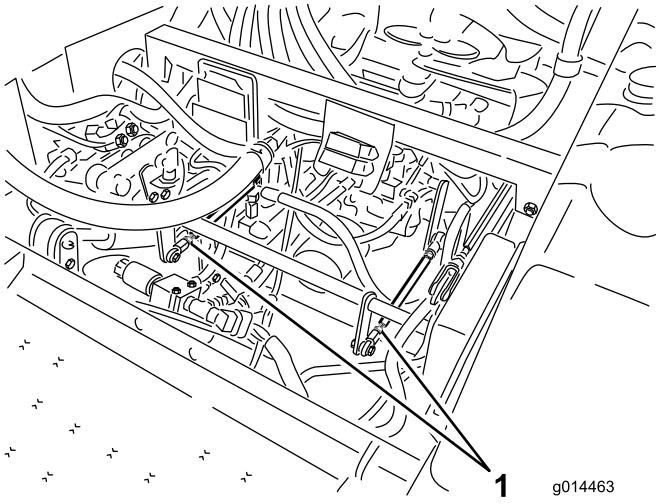

Figur 59
- Hvis venstre bakhjul roterer, løsne låsemutrene til venstre girstang (Figur 59).